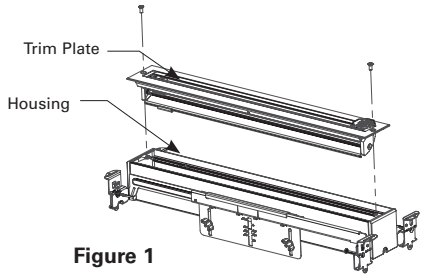
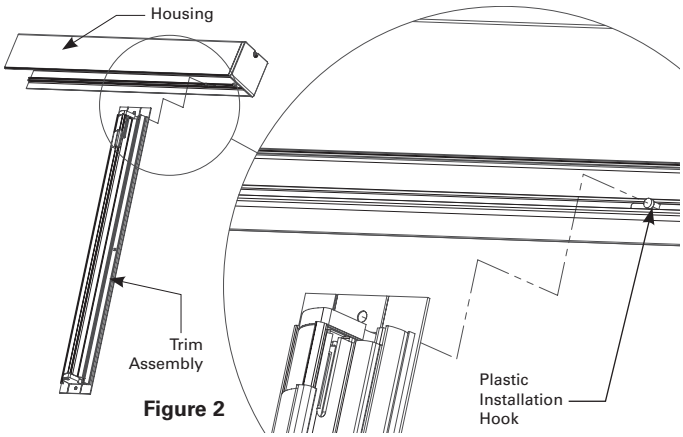

Figure 1
Figure 2
3. Remove the screws securing the trim plate to the housing (See Figure 1). Place the trim assembly and screws aside and save them for later installation. It is not necessary to disconnect the wire harness connecting the charger driver circuit board to the LED board. Instead, the trim plate can be hung from the sliding plastic installation hook (see figure 2).
4. Remove the screws securing the trim plate to the housing (See Figure 1). Place the trim assembly and screws aside and save them for later installation. It is not necessary to disconnect the wire harness connecting the charger driver circuit board to the LED board. Instead, the trim plate can be hung from the sliding plastic installation hook (See Figure 2).